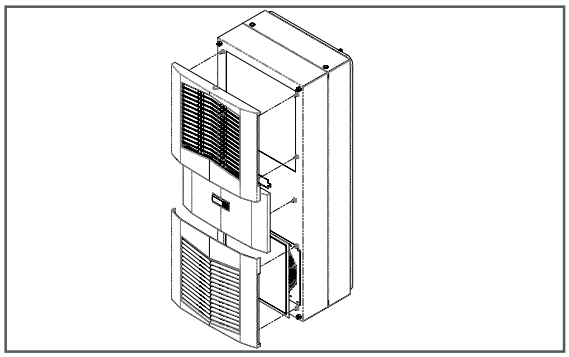

Figure 3
1. Retirez délicatement la grille perforée et, le cas échéant, le panneau central de l'armoire en les tirant vers l'avant (voir la Figure 3, à la page 9).